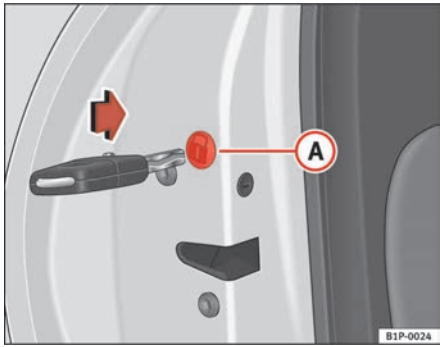

Fig. 59 Locking the doors manually
Open the door and remove the cap (A) ⇒ fig. 59 printed with a lock image. This will expose a circular element with a groove in the centre. Insert the key into the groove and rotate the element clockwise for the right hand side doors and anticlockwise for the left hand side doors.